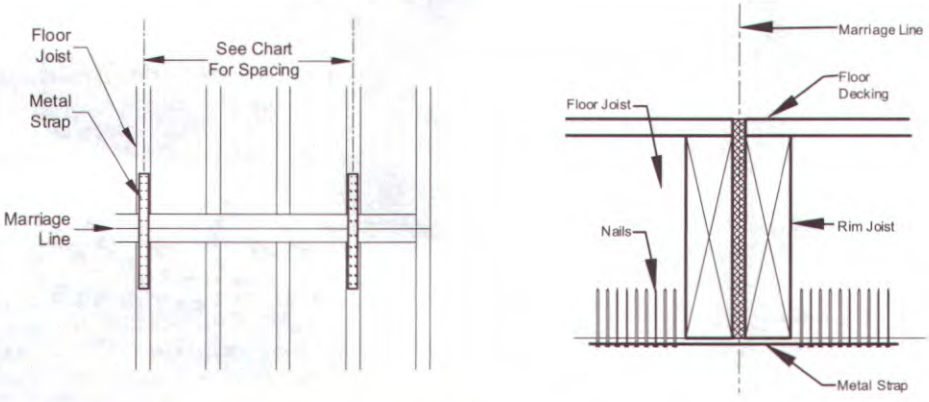

Figure 31. *Metal strapping for Wind Zones II and III*
- Optional - In Wind Zones II and III, fasten additional metal straps of minimum 26 gauge, 1-1/2" wide galvanized steel spaced per **Table 14** and fastened per **Table 15** to the underside of the floor joists (**Figure 31**). Select a strap length sufficient to hold the required fasteners.